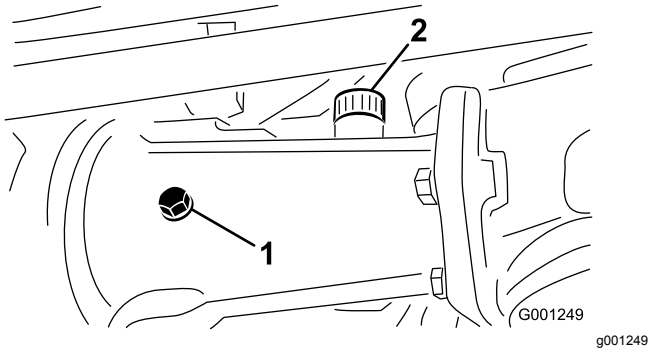
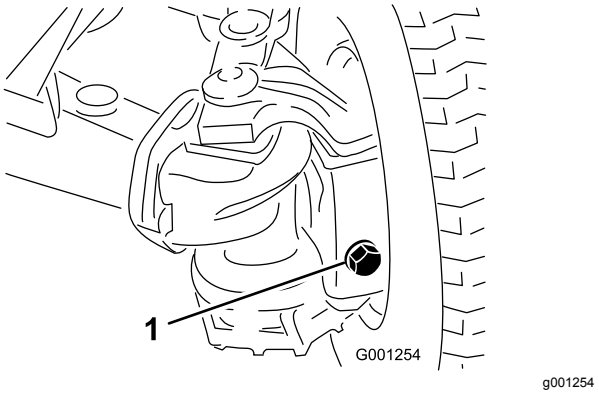

Figur 57
Figur 58
2. Ta bort kontrollpluggen från centrumaxelns hus, axeln och påfyllnings-/kontrollpluggarna vid varje yttre axelhus (Figur 57 och Figur 58).
3. Kontrollera att oljan når upp till gängorna på botten av varje plugghål (Figur 57 och Figur 58).
A. Ta bort påfyllningspluggen (Figur 57) om du fyller på centrumaxel hus.
B. Fyll på med angiven bakaxelolja i axelbehållaren eller -behållarna tills oljenivån når upp till botten av kontrollpluggens hål (Figur 57 och Figur 58).
C. Vid borttagning av pluggen från centrumaxelns hus stryker du PTFE-gängtätning på påfyllningspluggens gängor och monterar tillbaka den i huset (Figur 57).
5. Stryk PTFE-gängtätning på kontrollpluggens gängor från centrumaxelns hus och påfyllnings-/kontrollpluggarna från de två yttre axelhusen (Figur 57).
6. Montera kontrollpluggen i centrumaxelns hus och påfyllnings-/kontrollpluggarna i de två yttre axelhusen (Figur 57 och Figur 58).
1. Avtappningsplugg (3)
8. Stryk PTFE-gängtätning på kontrollpluggens gängor från centrumaxelns hus och påfyllnings-/kontrollpluggarna från de två yttre axelhusen. Se Figur 57 och Figur 58 i Kontrollera oljan i bakaxeln (sida 52).
9. Montera kontrollpluggen i centrumaxelns hus och påfyllnings-/kontrollpluggarna i de två yttre axelhusen. Se Figur 57 och Figur 58 i Kontrollera oljan i bakaxeln (sida 52).